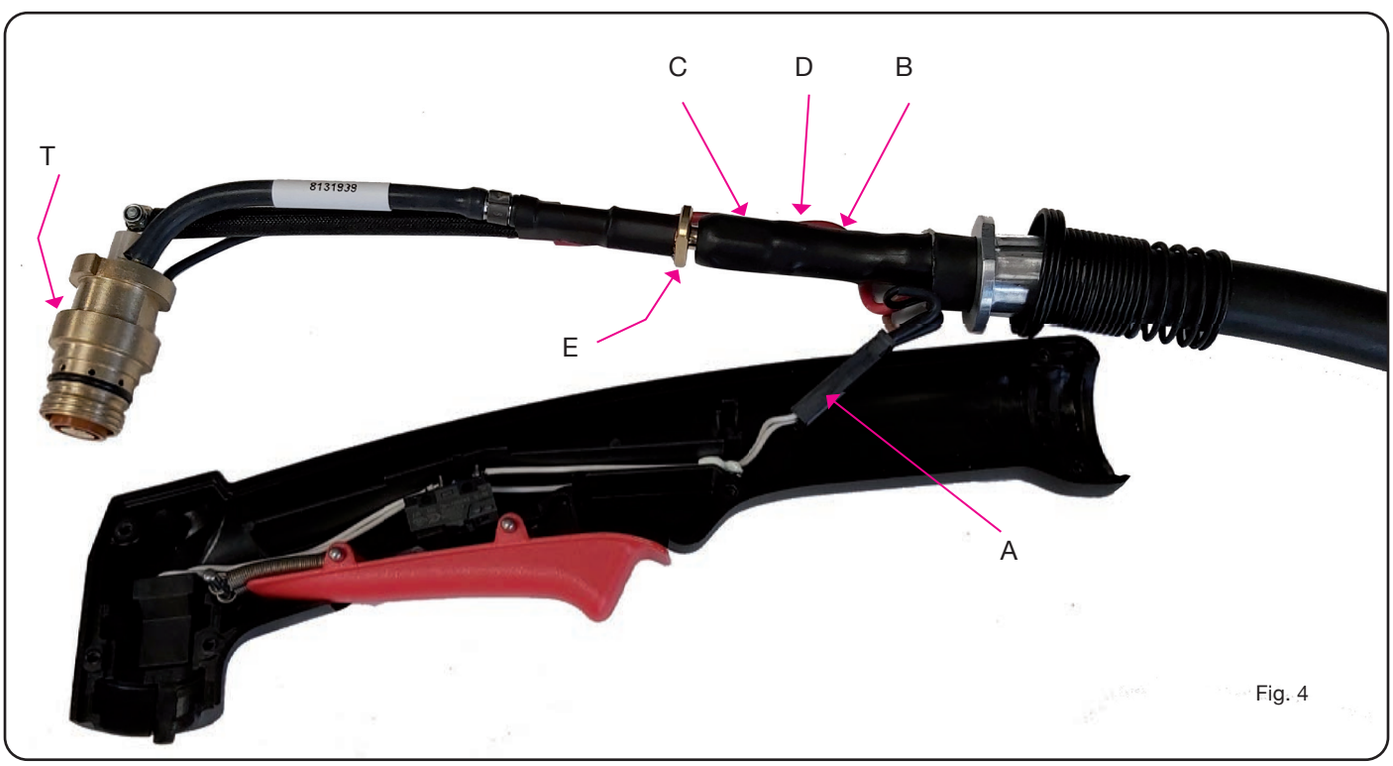

Fig. 4
- With reference to Fig.4, lift the welding torch body **T** with cable and disconnect connector **A** (push-button) and connector **B** (pilot arc) making sure that the push-button components (see Fig. 5) remain in the original position.
- Connect connector **B**, introduce the welding torch body into the grip seat and then connect connector **A** by introducing it inside the grip as shown in figure 4.
- With reference to Fig.4, lift the welding torch body with cable and disconnect connector **A** (push-button) .
- Replace the grip with push-button, connect connector **A** and introduce it inside the grip, as shown in figure 4, and then position the welding torch body with cable inside the RH grip seat.